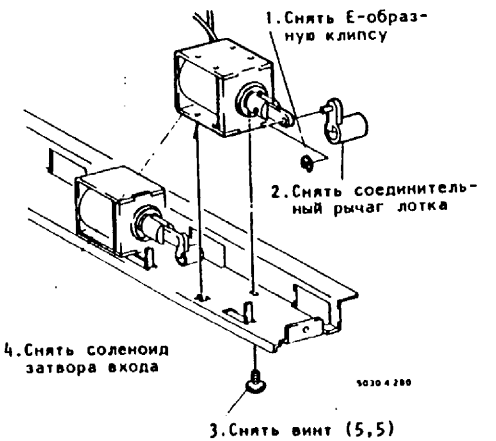

Рис.2. Снятие соленоида затвора входа
4. (Рис.2): Снять соленоид затвора входа.